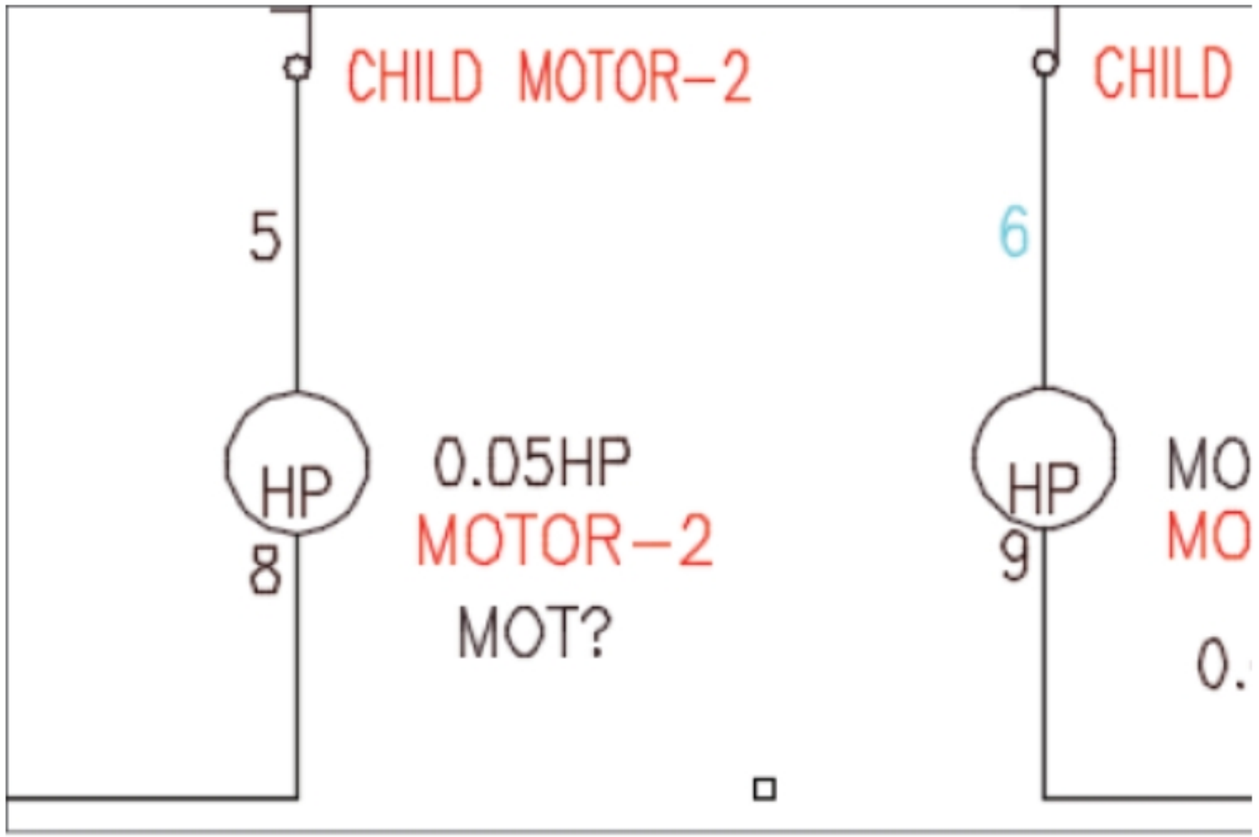

Figure-70. After trimming wire
- On selecting the wire, it will be trimmed between the connecting ends; refer to Figure-70. Also, the wire numbering will be modified accordingly.